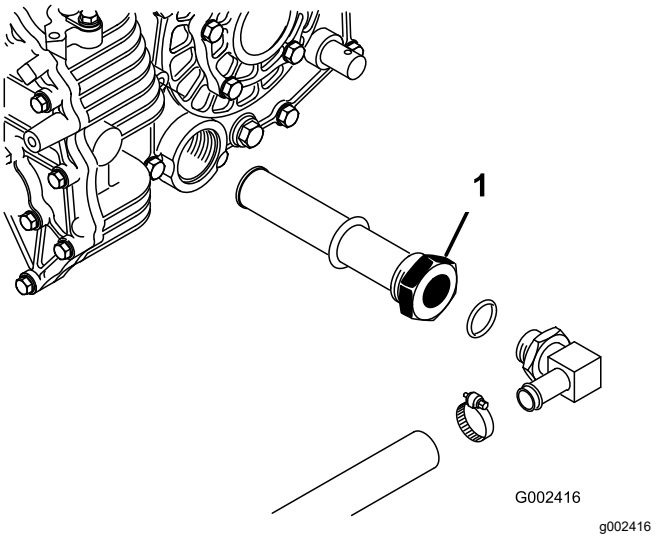

**Figuur 72**
3. Onthoud de positie van de hydraulische slang en de 90°-fitting voor de zeef aan de zijkant van het reservoir (Figuur 72).